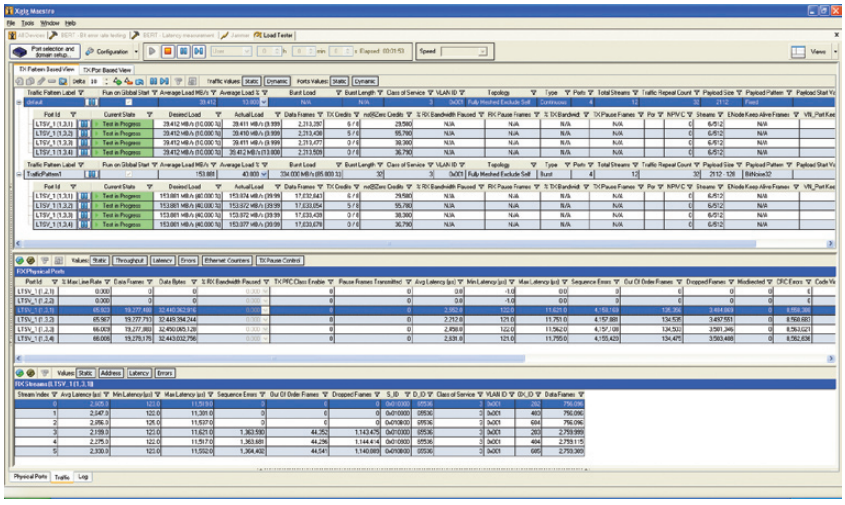

Figure 3: RX and TX Traffic Views
Traffic statistics provide developers with key insights into how well an FCoE switch is performing and whether any performance impairments or issues are pending. The Xgig FCoE Load Tester monitors both received (RX) traffic and transmitted (TX) traffic (see Figure 3). Comprehensive statistical information is also available through a variety of spreadsheet pane views. On the TX side, port-based and traffic pattern-based views provide statistics such as TX data frames (byte, frame), actual/average bandwidth (MB/s), actual/average data rate, and login frame count. On the RX side, port-based and stream-based views show statistics such as min/average/max latency, RX data frames (byte, frame), and max/actual data rate. Error counters track both FCoE CRCs, loss of alignment, unaccounted frames, out-of-order frames, misdirected frames, and sequence errors.